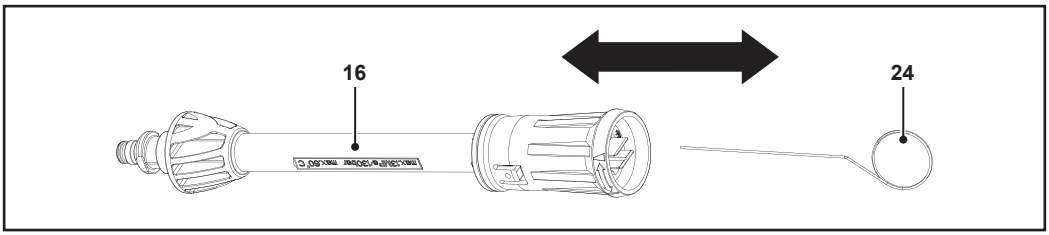

Fig. 12
Para remover quaisquer depósitos de sujidade do bocal ajustável (16) e do bocal rotativo (17), insira o alfinete de limpeza (24) na abertura da ponta do bocal e mova-o para a frente e para trás (Fig. 12).